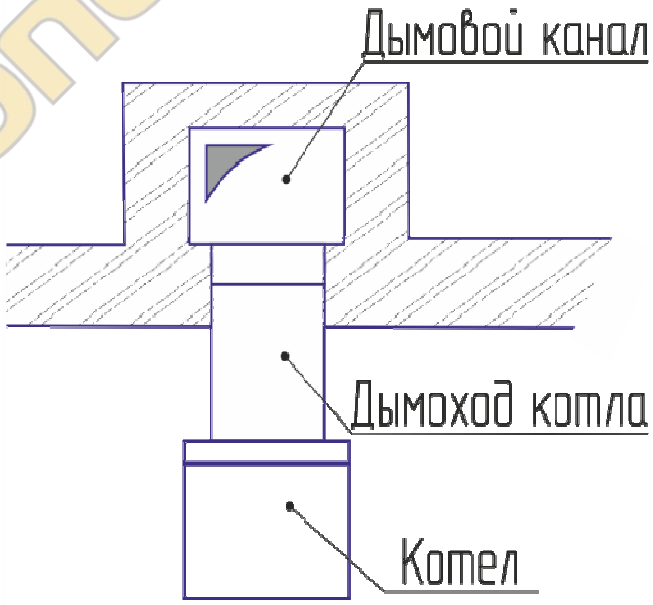

Рис.2 Схема отвода продуктов сгорания (вид сверху)
5.5. Дымоход котла подсоединяется к дымовой трубе (рис.2). Сечение дымовой трубы должно быть не менее сечения дымохода котла (табл.1); высота от уровня колосниковой решетки до верхнего среза дымовой трубы должна быть не менее расчётной (см. табл. 1); дымовой канал должен выступать над коньком крыши не менее чем на 50 см. Внутренняя поверхность дымовой трубы должна быть гладкой,без трещини сужений.